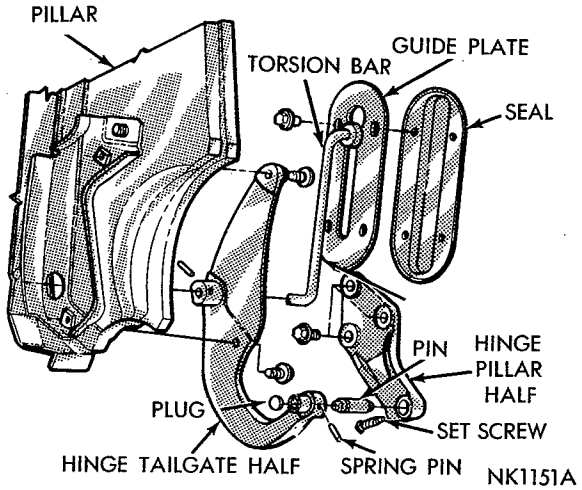

*Fig. 173—Tail Gate Alignment*
Vertical adjustment and in and out adjustment are made at the hinge plate. In and out alignment of the top of the tail gate is adjusted by moving the striker in or out to permit ease of entry of the tail gate glass into the upper run channel. Lateral adjustment to center the tail gate in the body opening is controlled at the hinge (Fig. 173).
(1) Remove rear bumper face bar to enable tail gate to be removed down and out of body opening.
(2) Remove check arm and torsion bar guide from pillar guide plates.
(3) Support tail gate on jacks or stands.
(4) Loosen hinge pivot pin locking screws (Fig. 173).
(5) Use a pencil and outline hinge plate position on pillar post for future assembly.
(6) Remove hinge plate attaching bolts from pillar post (Fig. 173).
(7) Slide hinge plate and torsion bar in through guide toward center of tail gate.
(8) Lower tail gate down and out of body opening.